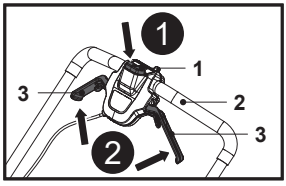

Fig. 16
2. Ține apăsat comutatorul de siguranță (1) (fig. 16, pasul 1).
3. Trage manetele de pornire (3) spre mânerul de prindere (2) și ține-le în poziție (fig. 16, pasul 2).
4. Eliberează comutatorul de siguranță (1) imediat ce motorul începe să funcționeze. Mașina de tuns iarba va continua să funcționeze până când eliberezi manetele de pornire (3).
5. Eliberează manetele de pornire (3) pentru a opri motorul.